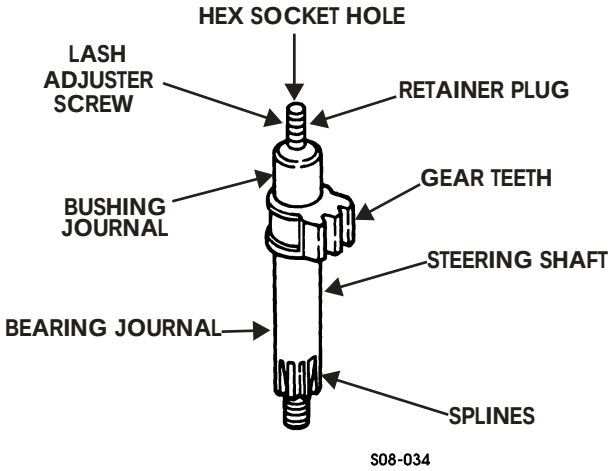

Figure 8-43: Steering Shaft Assembly
1. Inspect steering shaft for breaks, chipped, cracked, or broken gear teeth, wear on bushing journal or bearing journal, crossed or stripped threads, and bent or twisted splines. Bushing journal minimum O.D. is 1.2480 in. (31.699 mm) and bearing journal minimum O.D. is 1.25 in. (31.750 mm). Repair minor thread damage. Replace steering shaft if worn or unrepairable (Figure 8-43).